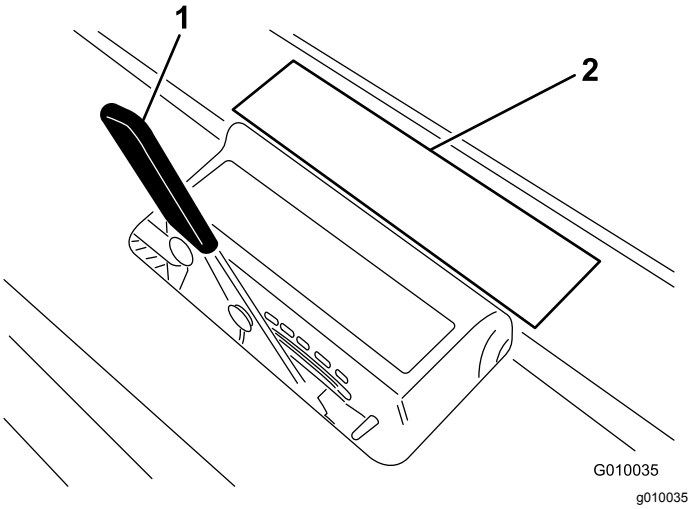

**Figur 28**
3. Lägg luftarpinnen på dekalen för luftarpinnsdjup (Figur 28) med en ände i höjd med det önskade luftningsdjupet (se luftarpinnsillustrationen på dekalen).